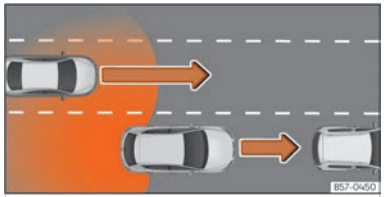

Fig. 129 Overtaking with traffic behind the vehicle.
- When being overtaken by another vehicle ››› Fig. 129.